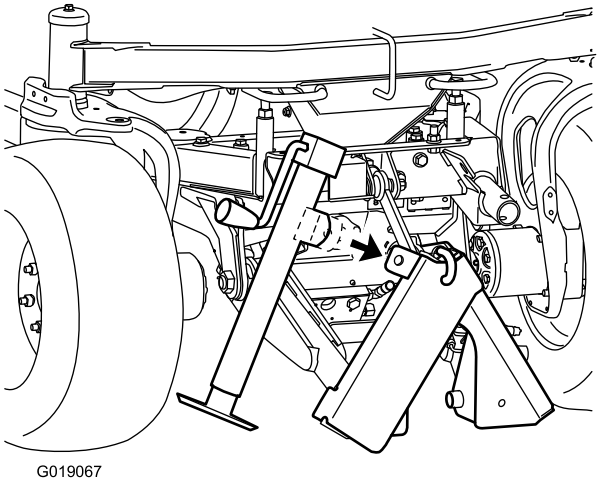
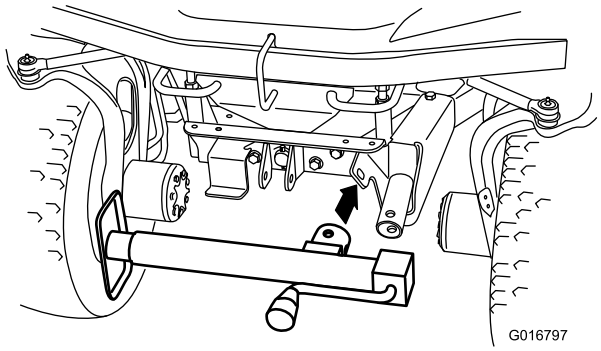

Bild 7
Bild 8
1. Haken Sie die Nabe des Wagenhebers in die Lasche der Wagenheber-Lagerhalterung (Bild 7) oder in the Lasche der Wagenheberhalterung (Bild 8).